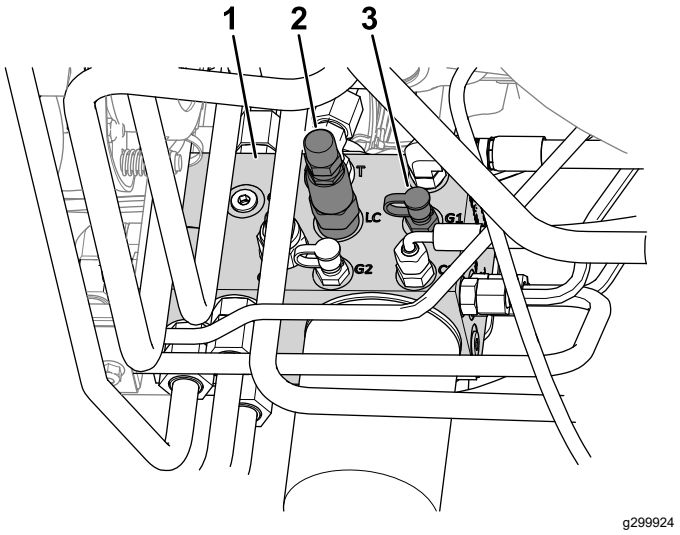

Figur 24
4. Tilslut en trykmåler til testporten (mærket G1, se Figur 24).
2. Vægtoverførselsspole (LC)
5. Fjern hætten fra testporten på siden af løftemanifolden (mærket G1, se Figur 24).
6. Løsn kontramøtrikken i enden af vægtoverførselsspolen (mærket LC, se Figur 24).